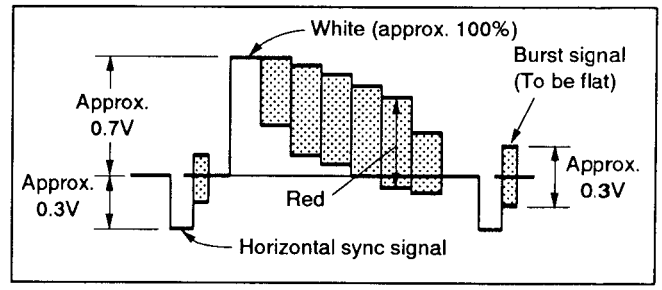

Fig. 9-2. Color bar signal of pattern generator
Since the video signal obtained from the pattern generator is used as the adjusting signal for the electrical adjustment, this video output signal should meet the required specifications. Connect an oscilloscope to Pin ⑧ (VIDEO IN) of CN201 on the VS-69 board and make sure that the amplitude of the video SYNC signal is approximately 0.3V, that the amplitude of the video image is approximately 0.7V, that the burst signal amplitude is approximately 0.3V with flat characteristics, and that the signal level ratio between the burst signal and "Red" signal is 0.30:0.66. The video signal (color bars) used for electrical adjustment are shown in Fig. 9-2.